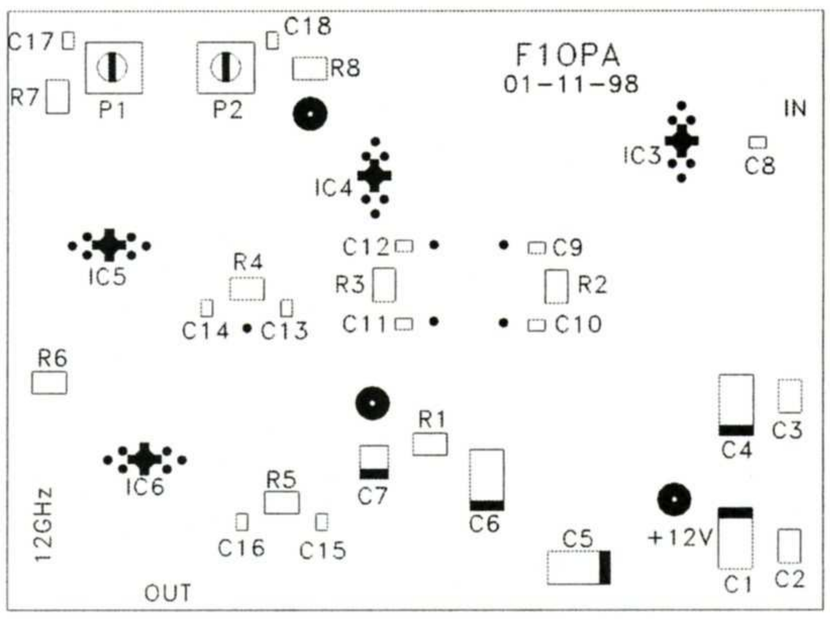
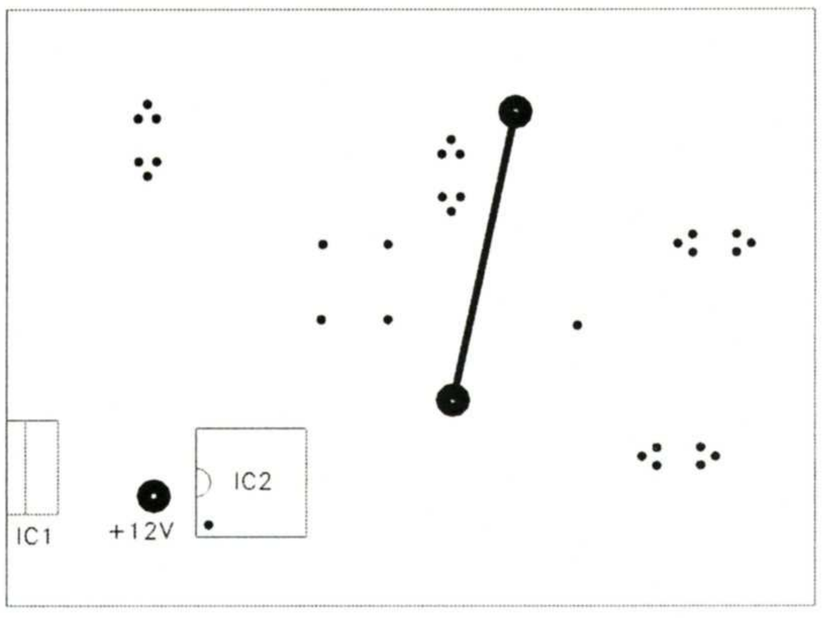

**Figure 3 : Coté pistes**
**Figure 4 : Coté composants**
***Implantation des composants (Fig. 3, fig. 4)**